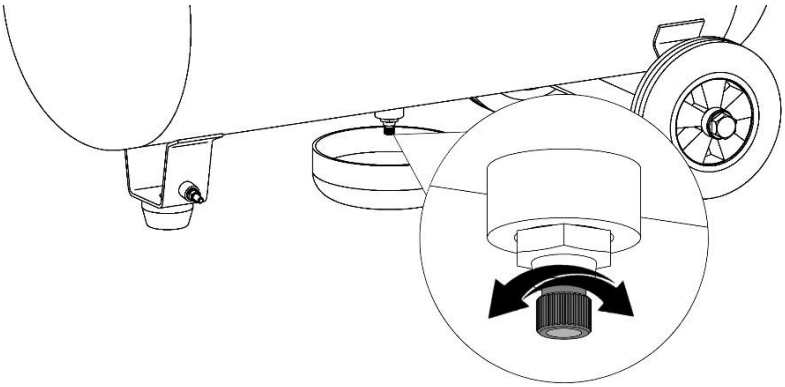

Рисунок 15
- Подставьте под конденсатоотводчик емкость для сбора конденсата (рисунок 15).
- Ослабьте винт конденсатоотводчика и слейте конденсат (рисунок 15).